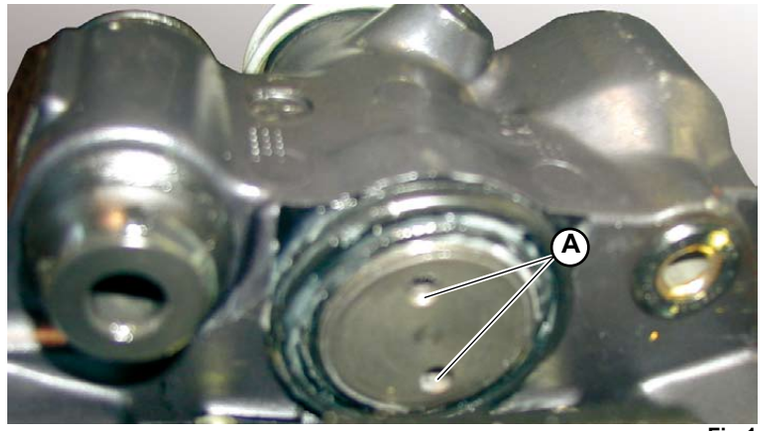

Fig.1
1. assemble the new gaskets and reset the backlash device. To zero-set the device, use the two holes (**A-Fig.1**) to re-tighten the piston (keep pressed) and set it to the “0” position.